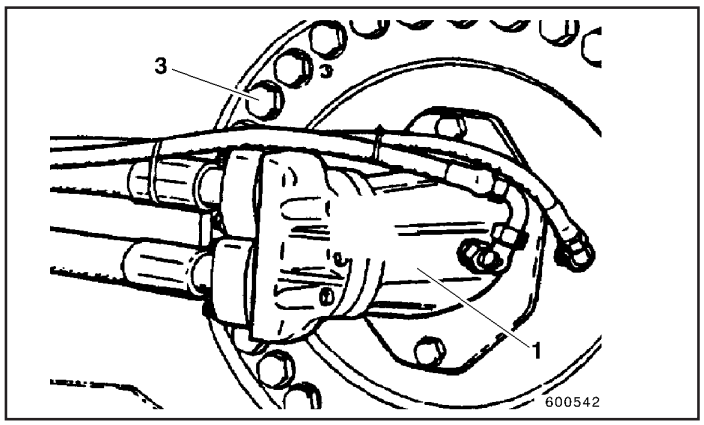

Fig.2
- Desconecte as linhas hidráulicas do motor de translação (1, Fig.2). Feche as linhas abertas e pórticos da carcaça.
- Reconecte as linhas hidráulicas (Fig.2) e coloque as proteções da caixa de engrenagens de translação de volta.